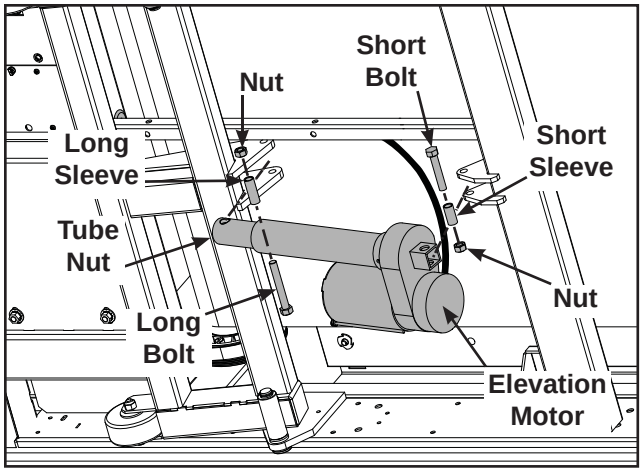

Figure 3
C. Using a 9/16” open end wrench and a 9/16” Socket wrench, remove the two bolts, nuts and sleeves on the elevation motor (one at the top and one at the bottom). See Figure 3. ***NOTE:*** *Hold the motor while you remove the second bolt so that it doesn’t fall.*
A. Carefully place the elevation motor in position on the treadmill. See Figure 3.
B. Slide both bolts and sleeves into the slots and attach the nuts as shown in Figure 3.
D. Route the elevation motor cable along the frame and though the grommet. See Figure 3.
E. Tie the elevation cable with wire ties (B) to the frame. See Figure 3.
F. Using the side cutters, remove excess material from wire ties (B).